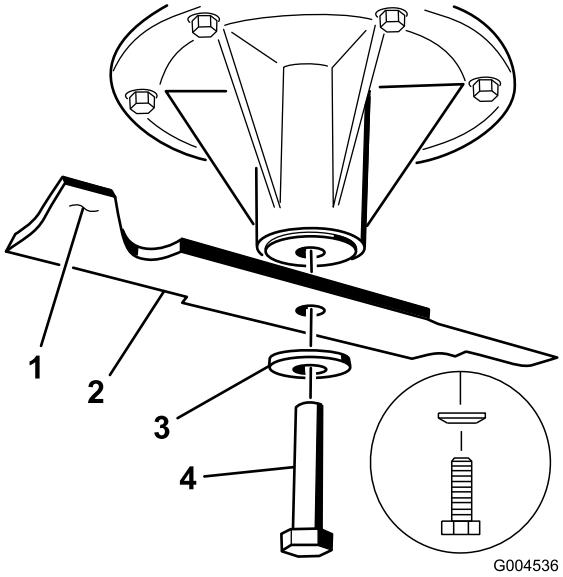

Figura 91
2. Retire del eje el perno de la cuchilla, la arandela curva y la cuchilla (Figura 91).